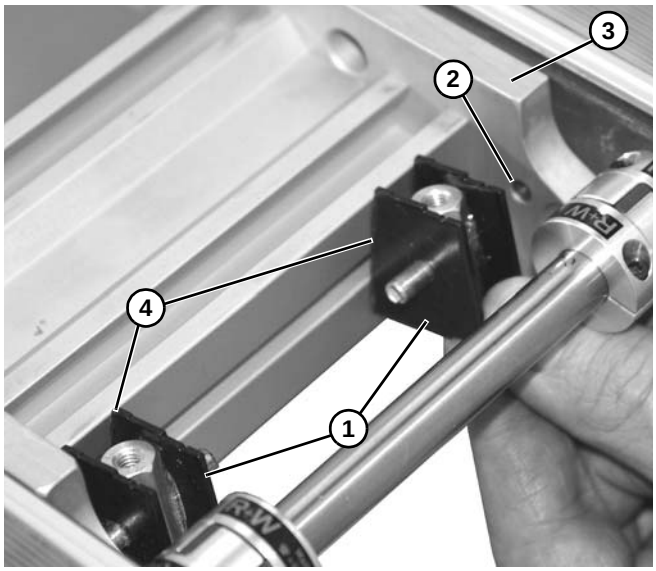

Figure 30
11. Placer le pion de la plaque protectrice **(Figure 30, élément 1)** dans le trou **(Figure 30, élément 2)** de chaque côté de la pièce de liaison **(Figure 30, élément 3)**.
*Placer la plaque protectrice **(Figure 30, élément 1)** décalée en angle **(Figure 30, élément 4)** et faisant face à la pièce de liaison **(Figure 30, élément 3)**.*